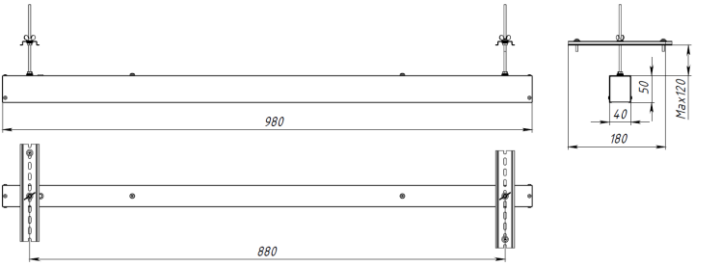

Рисунок 4 - Габаритные размеры при комплектации **с креплением для реечного потолка** на примере Line 980мм.
5.3.3. Если предполагается включать и выключать светильник в рабочем режиме, присоедините фазный рабочий провод (Lраб.) к клемме Lраб. через выключатель (см. рисунок 4, б). В данном случае возможно включение/отключение рабочего освещения через выключатель. В случае возникновения аварийного отключения электроэнергии светильник автоматически перейдет в аварийный режим при любом положении выключателя.